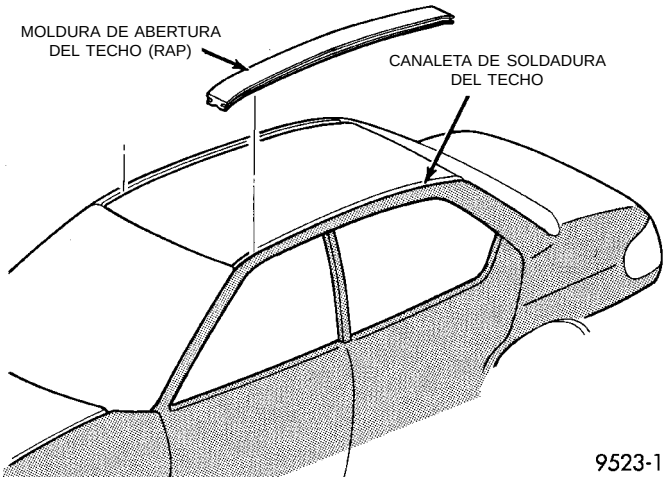

Fig. 81 Moldura de RAP
(1) Con una varilla tapizada afilada, raspe el material adhesivo de uretano de la canaleta de la soldadura de techo.
(2) Con pintura de retoque, repare las raspaduras en la canaleta de la soldadura de techo para impedir la corrosión.
(3) Inspeccione la parte inferior de la canaleta de la soldadura de techo para detectar si hay luces en el calafateo. Repare las luces con una mezcla de obturar soldaduras adecuada. Siga las instrucciones del fabricante.
(4) Aplique tapaporos de oscurecimiento en la parte inferior de la canaleta de la soldadura del techo. Deje secar por lo menos tres minutos antes de aplicar la moldura.
(5) Instale la moldura de RAP en la canaleta de la soldadura del techo y coloque la moldura de modo que los dos extremos queden cubiertos por las molduras del cristal. Si la moldura no queda plana en la parte inferior de la canaleta, recorte los extremos de la moldura hasta que se logre una instalación apropiada.
(6) Con un lápiz apropiado, marque una línea de referencia en la moldura de RAP y las superficies adyacentes.
(7) Retire la moldura de RAP de la canaleta de la soldadura del techo.
(8) Aplique un reborde de adhesivo de uretano de 5 mm (0,2 pulg.) a lo largo de toda la parte inferior/central de la canaleta.
(9) Coloque la moldura de RAP en posición en la canaleta de la soldadura del techo (Fig. 81).
(10) Inserte ambos extremos de la moldura de RAP debajo de las molduras del cristal.
(11) Alinee las marcas de referencia en la canaleta y la moldura.
(12) Presione suavemente la moldura de RAP en el adhesivo de uretano hasta que la moldura quede plana y lisa.
(13) Retire la cinta protectora de alrededor de la moldura de RAP.
(14) Limpie el exceso de uretano del exterior con Superlimpiador Mopar o algún equivalente.
(15) Aplique una tira de 50 mm (2 pulg.) de cinta adhesiva de pintor sobre la moldura de RAP para sostener la moldura hasta que se haya solidificado el adhesivo de uretano. El tiempo de solidificación para la mayoría de los adhesivos de uretano es de por lo menos 24 horas.